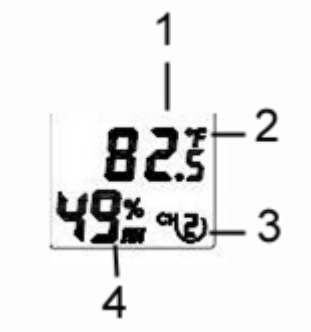

Figure 25
2. Verify the correct channel number (CH) and temperature units of measure (°F vs. °C) are on the display, as shown in Figure 25.